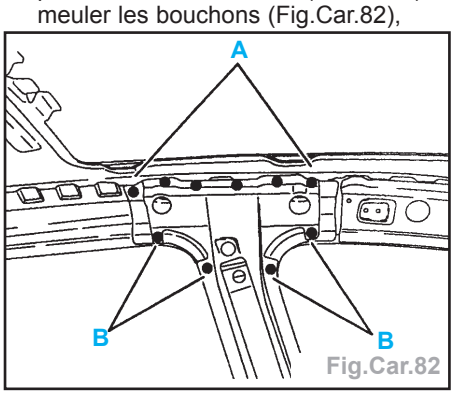

Fig.Car.82
- points bouchons au MIG (suivant A) et meuler les bouchons (Fig.Car.82),